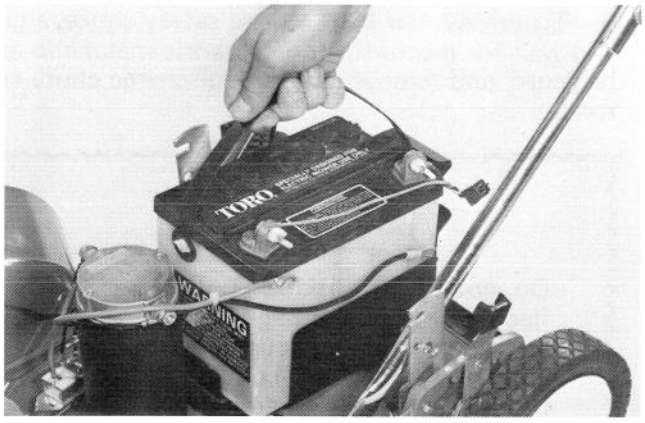

Figure 24
5. Grasp carrying strap and lift battery out of battery box (Fig. 24).